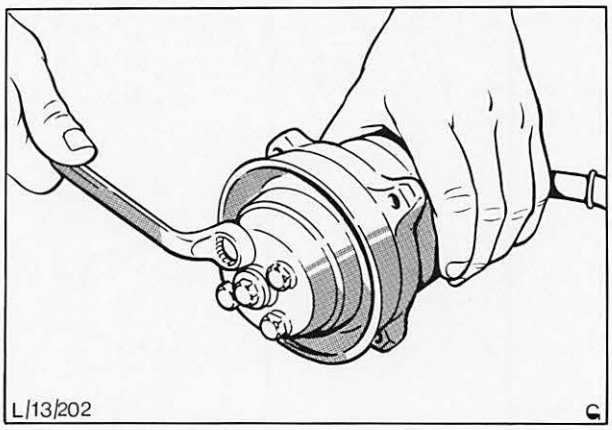
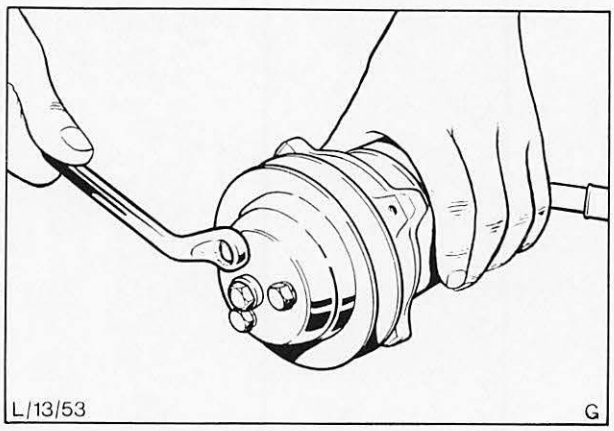

Abb. 64 Riemenscheibe an 110-Serien-Pumpe
Abb. 65 Riemenscheibe an 200-Serien-Pumpe
5. Riemenscheibe an die Pumpe montieren und mit Schrauben sowie Scheiben sichern, Abb. 64, 110-Serien-Pumpe, Abb. 65, 200-Serien-Pumpe.